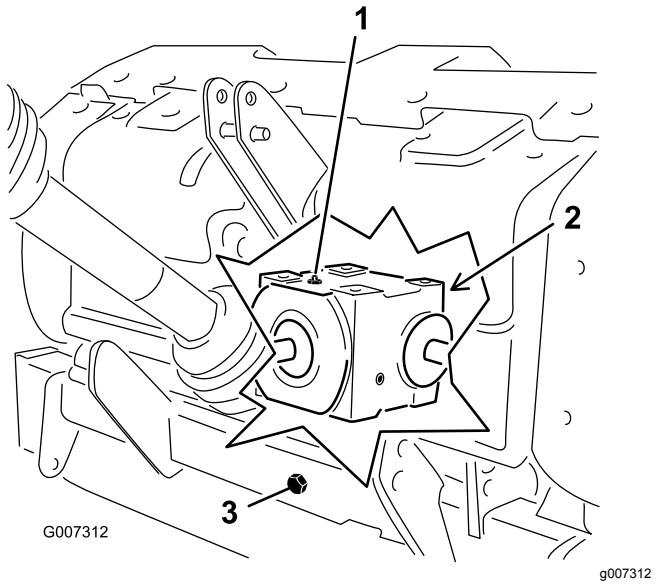

Figuur 31
2. Verwijder de controleplug van de tandwielkast (Figuur 31).
3. Controleer of het oliepeil tot aan de onderzijde van de controleplug-opening in de tandwielkast staat (Figuur 31).
1. Verwijder vuil van de vulplug en de aftapplug om verontreiniging te voorkomen (Figuur 31).